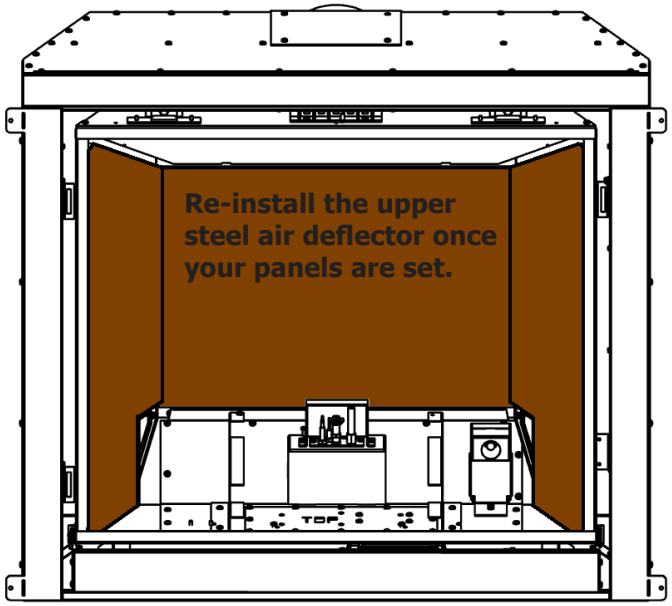

Figure 35. Liner panel position
Step 2: **The panels are delicate so please handle with care.** Remove the panels from their packaging and insert the rear liner first followed by the sides. Hold into position as shown in Figure 35.